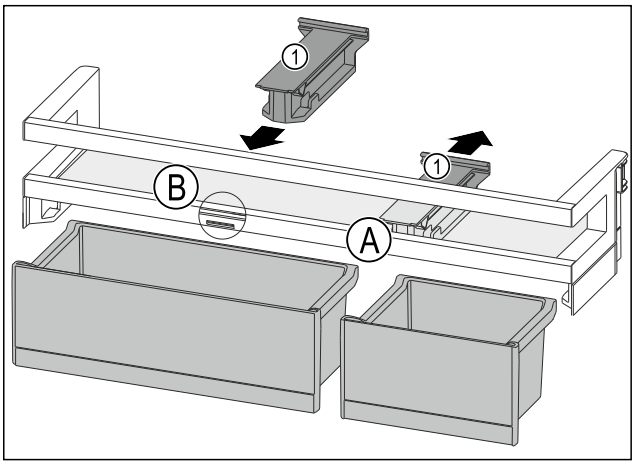

Fig. 130
▶ Pull off the retaining part *Fig. 130 (1)* in position *Fig. 130 (A)* downward.
▶ Insert the retaining part *Fig. 130 (1)* in position *Fig. 130 (B)*.